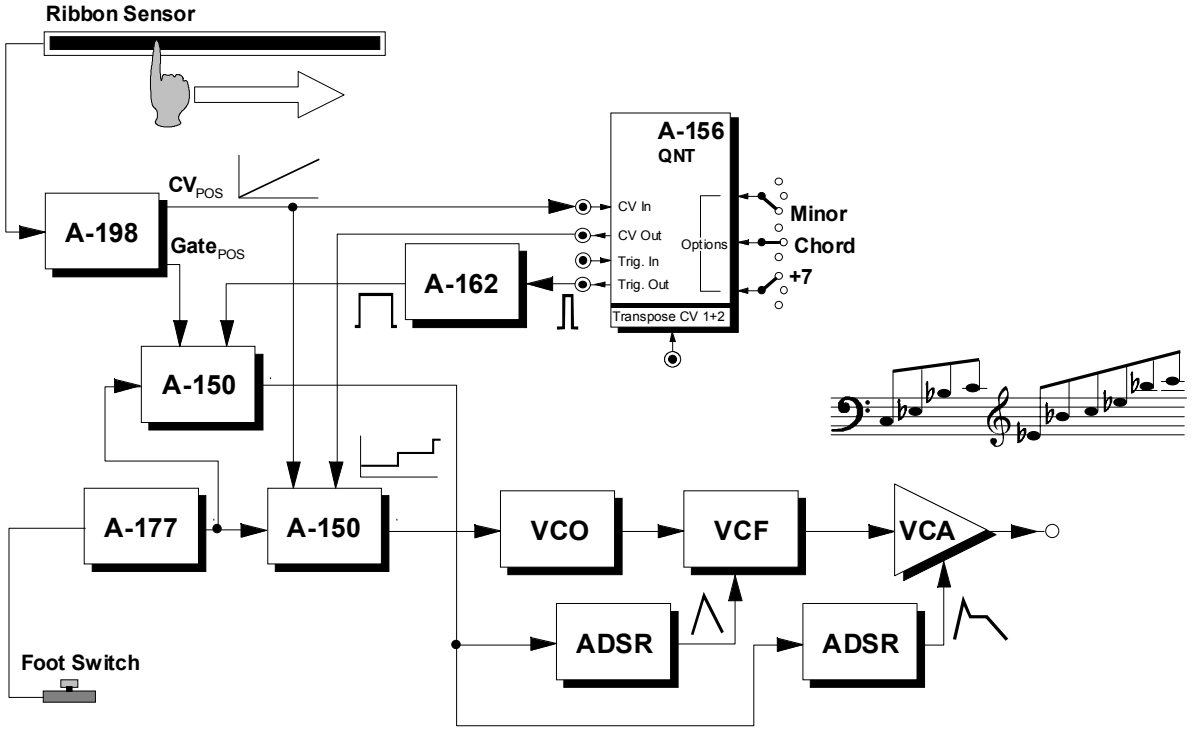

Fig. 4: A-198 as a "keyboard"
The patch of fig. 4 shows the application of the A-198 as a "keyboard". A foot switch in combination with the A-177 is used to select between quantized and non quantized operation. The first of the two voltage controlled switches of the A-150 defines if the position voltage CV_{POS} is fed directly to the VCO or if CV_{POS} is quantized with the A-156. The setting of the quantizer
- Feeding a keyboard or sequencer pitch control voltage to the transpose input of the quantizer (see fig. 4) transposes the sounds played on the A-198.